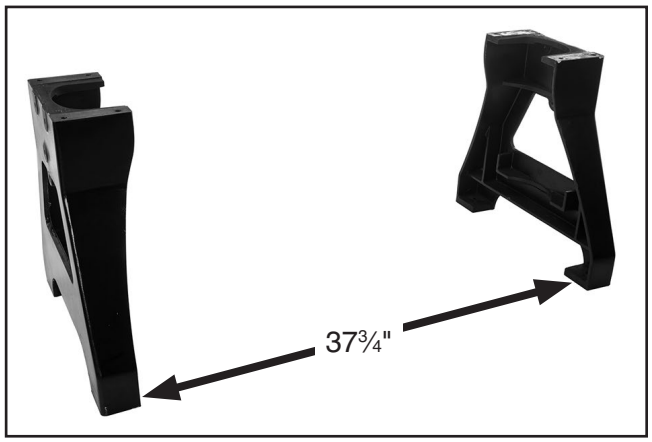

Figure 3. Stand legs aligned and correctly positioned 37¾" apart.
1. Position stand legs upright approximately 37¾" apart, and align them reasonably well (see **Figure 3**).